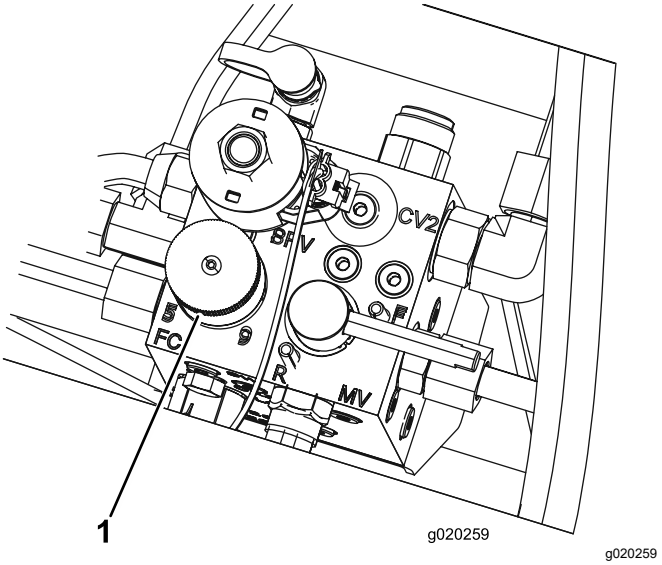

Figur 32
4. Ställ in cylinderhastigheten genom att vrida reglaget (Figur 32) tills indikatorpilen ligger i linje med det nummer som markerar önskad inställning.